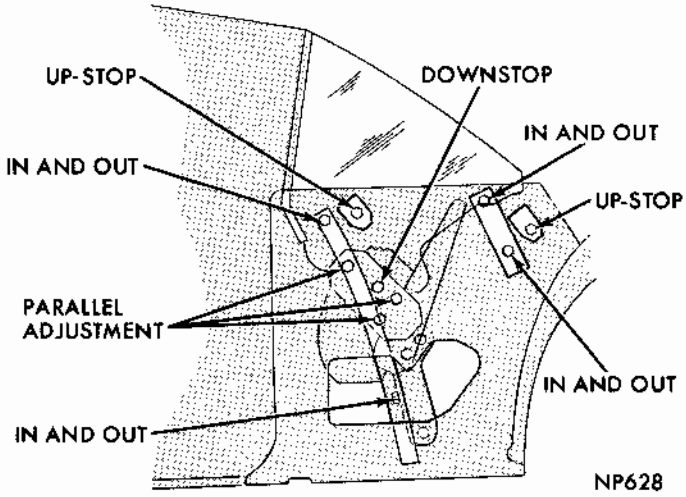

Fig. 9 - Quarter Window Adjustments-Hardtop
(1) Raise quarter window 2 inches above belt line.
(2) Adjust top of front and rear tracks (Fig. 9) until glass just touches the outer belt weatherstrip and tighten nuts.
(3) Raise window to the upper weatherstrip and adjust regulator so glass at front contacts weatherstrip and is parallel to the weatherstrip bead. Tighten regulator screws.
(4) Adjust bottom of front and rear tracks until upper edge of glass seals against roof weatherstrip. Tighten nut on rear track only.
(5) Tighten adjusting screw on bottom of front track to lower brace.
(6) Position front and rear up-stops to glass lower frame stops and tighten screws.
(7) Adjust regulator down stop (Fig. 9) so glass contacts outer weatherstrip lightly for full length.